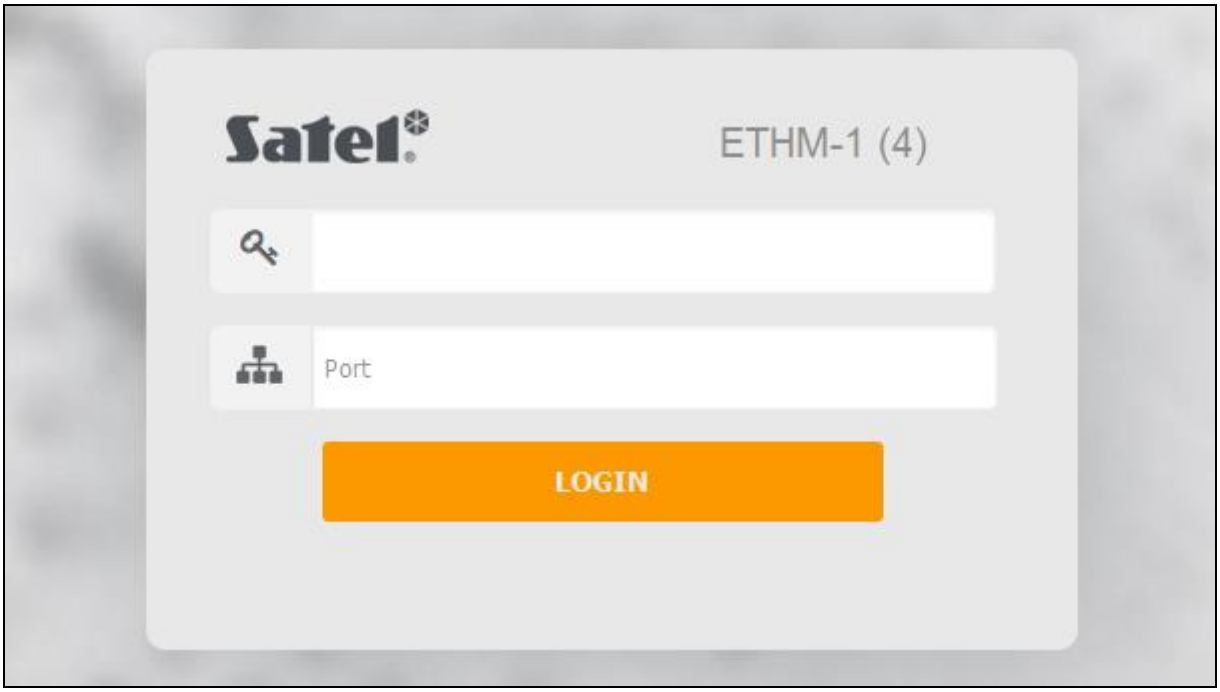

Fig. 19. Navegador Web: página de inicio de sesión.
3. Cuando se muestre la página de inicio de sesión (fig. 19), en los correspondientes campos introduce: